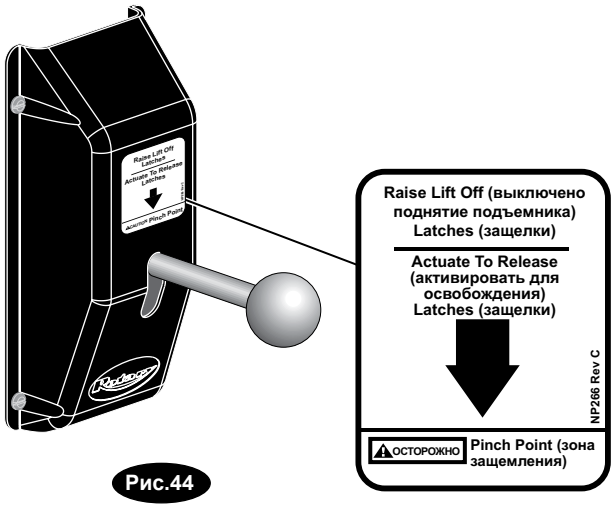

Рис.44
33. Табличка освобождения защелки для подъемников серии M: Установите табличку освобождения защелки на крышку ,выше ручки освобождения защелки ,см. рис. 44.